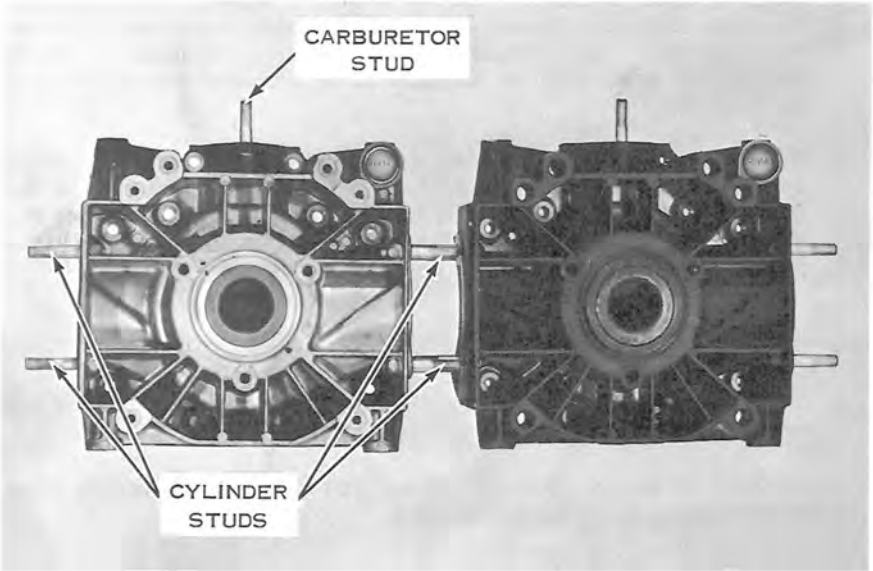

Figure 8-4
d. Remove screws from crankcase halves, and drive out taper pins toward flywheel side. Tap crankcase halves with rawhide mallet to break seal, and separate crankcase halves (see Figure 8-4).